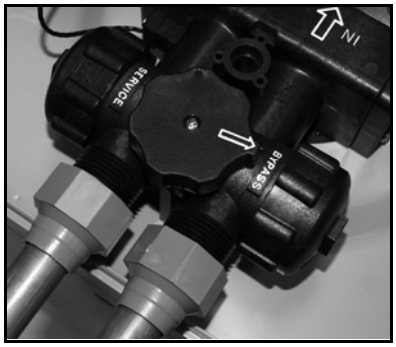

Figure 6: Position de dérivation
A. Placez l'appareil sur la position Dérivation. (Reportez-vous à la Figure 6.)